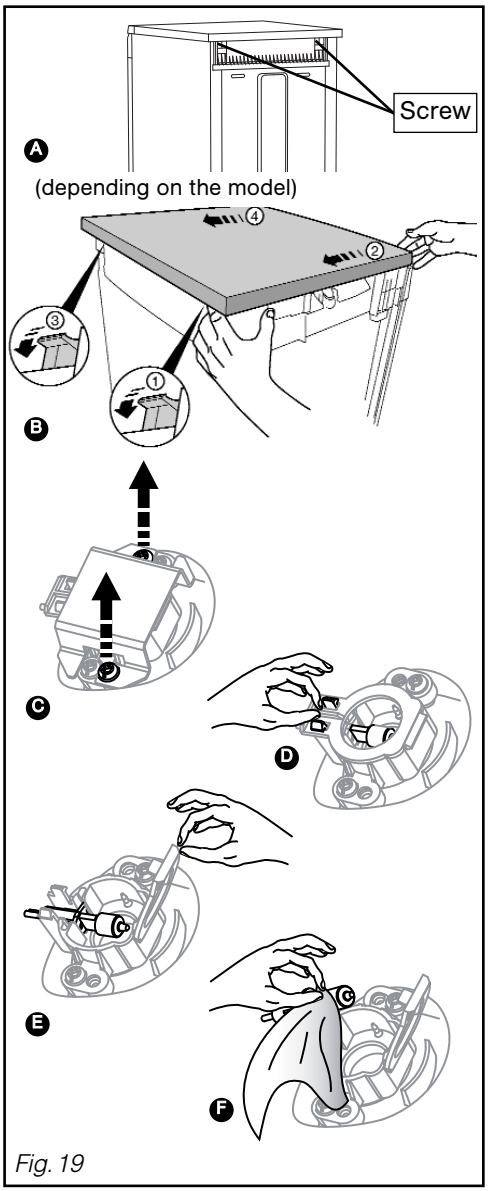

Fig. 19
– Remove the top cover by unscrewing the two screws under the top cover's lip *(Fig. 19* A).
– Remove the top cover by unclipping it from the back of the appliance and then pushing it a few centimetres *(Fig. 19* B).
– Lift off your dishwasher's top cover (*Fig. 19* B).
– Remove the 2 top screws from the protective plate and remove the plate (*Fig. 19* C).
– Open the cover by pinching the 2 clips (*Fig. 19* D).
– Remove the bulb/bulb holder assembly from its housing (*Fig.19* E).
– Change the bulb by freeing it from its housing (*Fig.19* F).